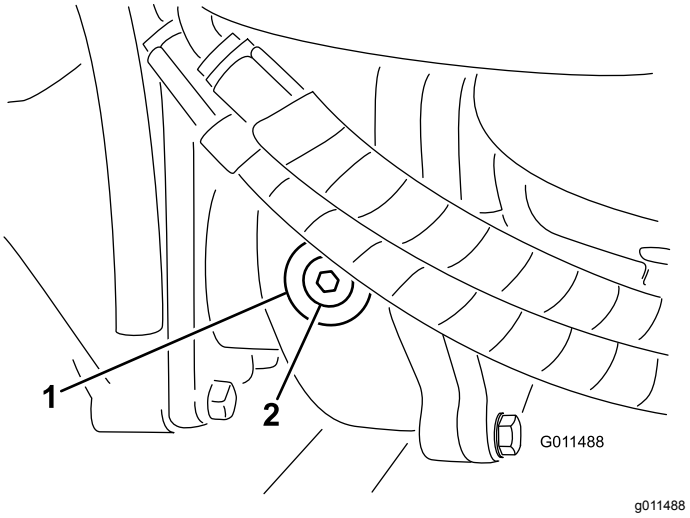

Figuur 108
2. Verwijder de controle/vulplug aan de linkerzijde van de tandwielkast en controleer of de tandwielolie tot aan de onderkant van de opening komt (Figuur 108).